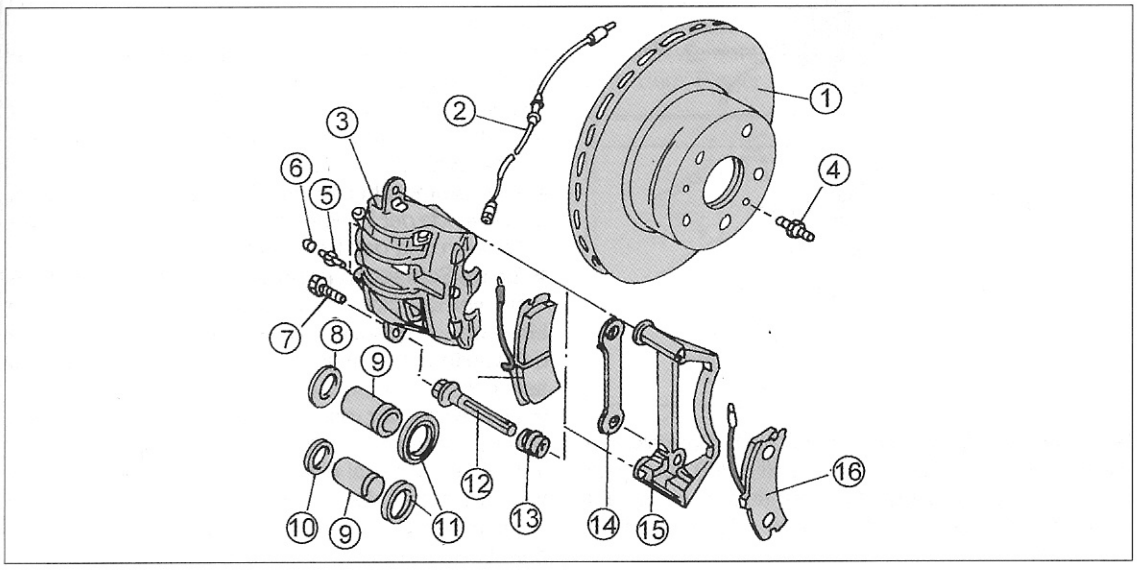
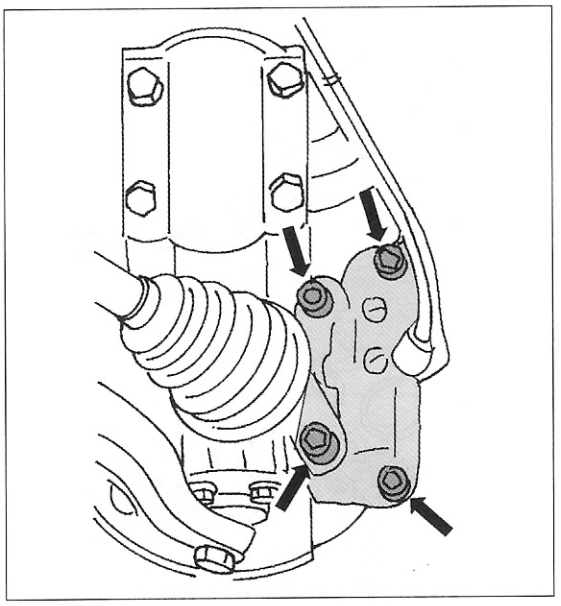

Bild 289
Bild 293
ten unterschiedlich abnutzen können. Bremsklötze werden immer im Satz erneuert. Bild 289 zeigt, wie die Bremsklötze sowie der Bremssattel eingebaut sind. Beim Ausbau der Bremsklötze folgendermaßen vorgehen:
Der Aus- und Einbau eines Bremssattels folgt im Allgemeinen den Anweisungen im letzten Kapitel. Der Bremssattel kann nach Ausbau der Bremsklötze abgeschraubt werden (die 2 äußeren Schrauben in Bild 293) oder ist frei. Nach dem Ausbau hat man die in bereits in Bild 289 gezeigten Teile vor sich. Besondere Hinweise:
- Der Bremsschlauch kann entweder vom Bremssattel abgeschraubt werden oder ist an der Verbindung an der Bremsleitung zu trennen. Im ersten Fall ist es besser, wenn man den Schlauch am Sechskant vom Bremssattel abschraubt (nur lockern), ehe die in Bild 293 gezeigten Schrauben gelöst werden, im letzteren Fall die Überwurfmutter lockern und danach die Federplatte aus dem Metallhalter ausschlagen.
- Falls der Montagerahmen des Bremssattels ausgebaut werden soll, sind die beiden inneren Schrauben in Bild 293 zu lösen. Unter dem Montagerahmen ist eine Unterlegscheibe eingelegt, die man bei der Montage nicht vergessen darf.